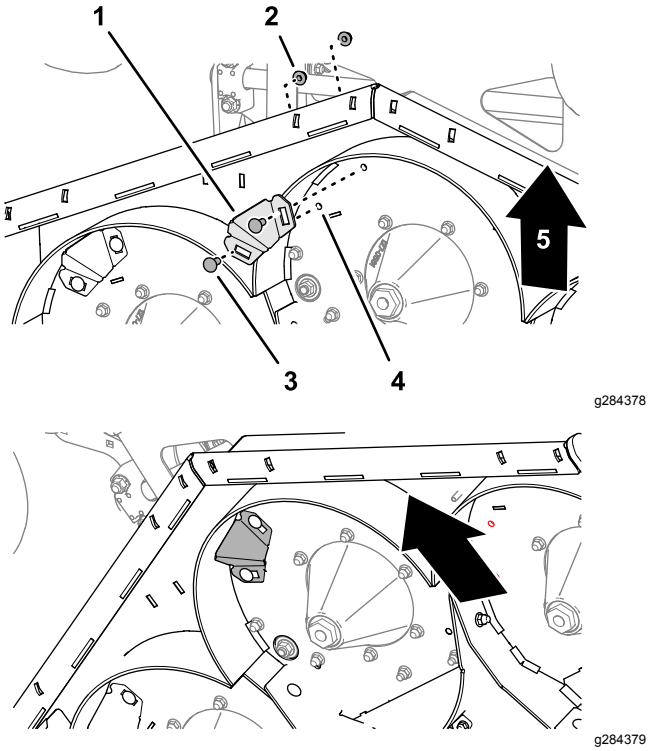

Figure 26
(3/8 inch) that you drilled into the mower deck (Figure 26).
4. Assemble the kicker fitting to the deck (Figure 26) with 2 carriage bolts (3/8 x 1 inch) and 2 flange locknuts (3/8 inch).